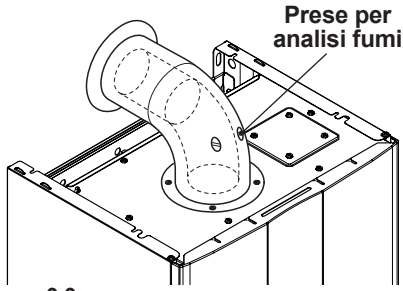

Figura 9.9
- Collegare un analizzatore fumi alle prese di analisi fumi poste sugli scarichi fumi della caldaia Figura 9.9.
- Verificare la combustione della caldaia utilizzando le prese posizionate sui tubi fumo (Figura 9.9) e confrontare i dati misurati con i seguenti.